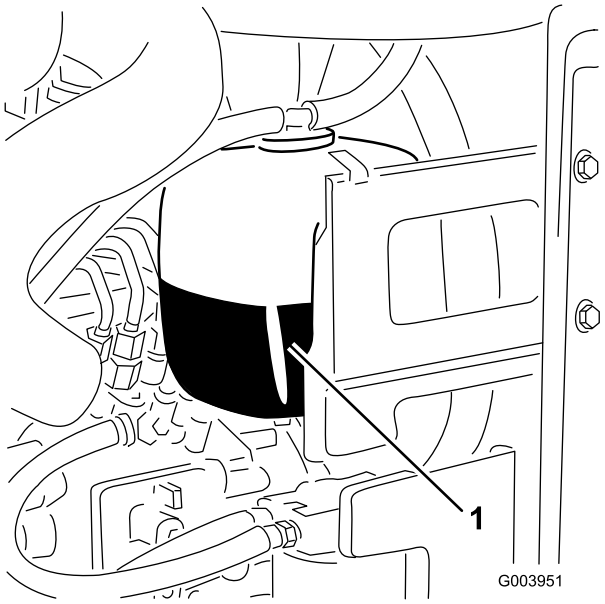

**Figur 32**
1. Kontroller kølevæskestanden i ekspansionsbeholderen (Figur 32).